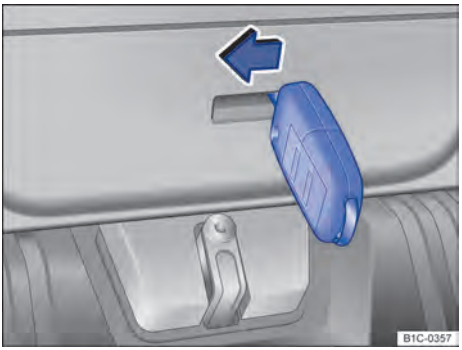

Fig. 163 No compartimento de bagagem: destravar a tampa traseira.
- Inserir a haste da chave na abertura da tampa traseira ⇒ Fig. 163 e pressionar a alavanca de destravamento no sentido da seta, para destravar a tampa traseira.